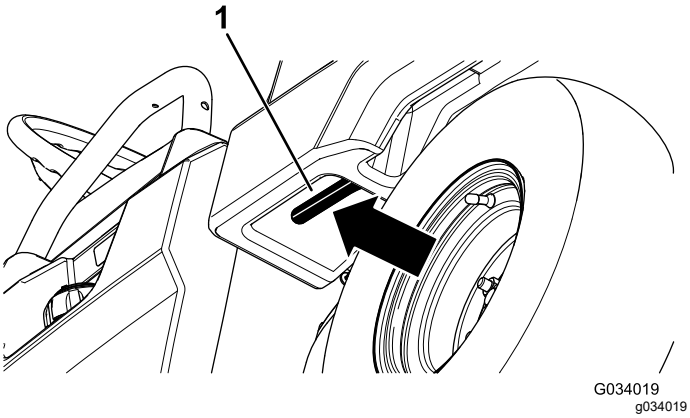

Figur 19
1. Dra spaken på lastflakets vänstra insida mot dig och höj upp lastflaket (Figur 19).
1. Höj upp lastflaket något genom att lyfta upp låsspärren (Figur 19).